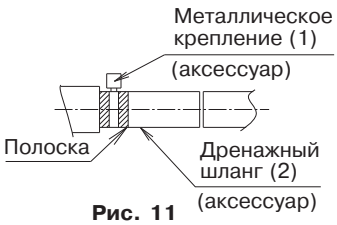

Рис. 11
- Используйте дренажный шланг (2) и металлический зажим (1). Полностью вставьте дренажный шланг (2) в дренажный патрубок и крепко затяните металлический зажим (1), при этом верхняя часть ленты должна располагаться на конце шланга. Затягивайте металлический зажим (1) до тех пор, пока головка винта не приблизится к шлангу на расстояние в менее чем 4 мм. **(См. рис. 11, 12)**